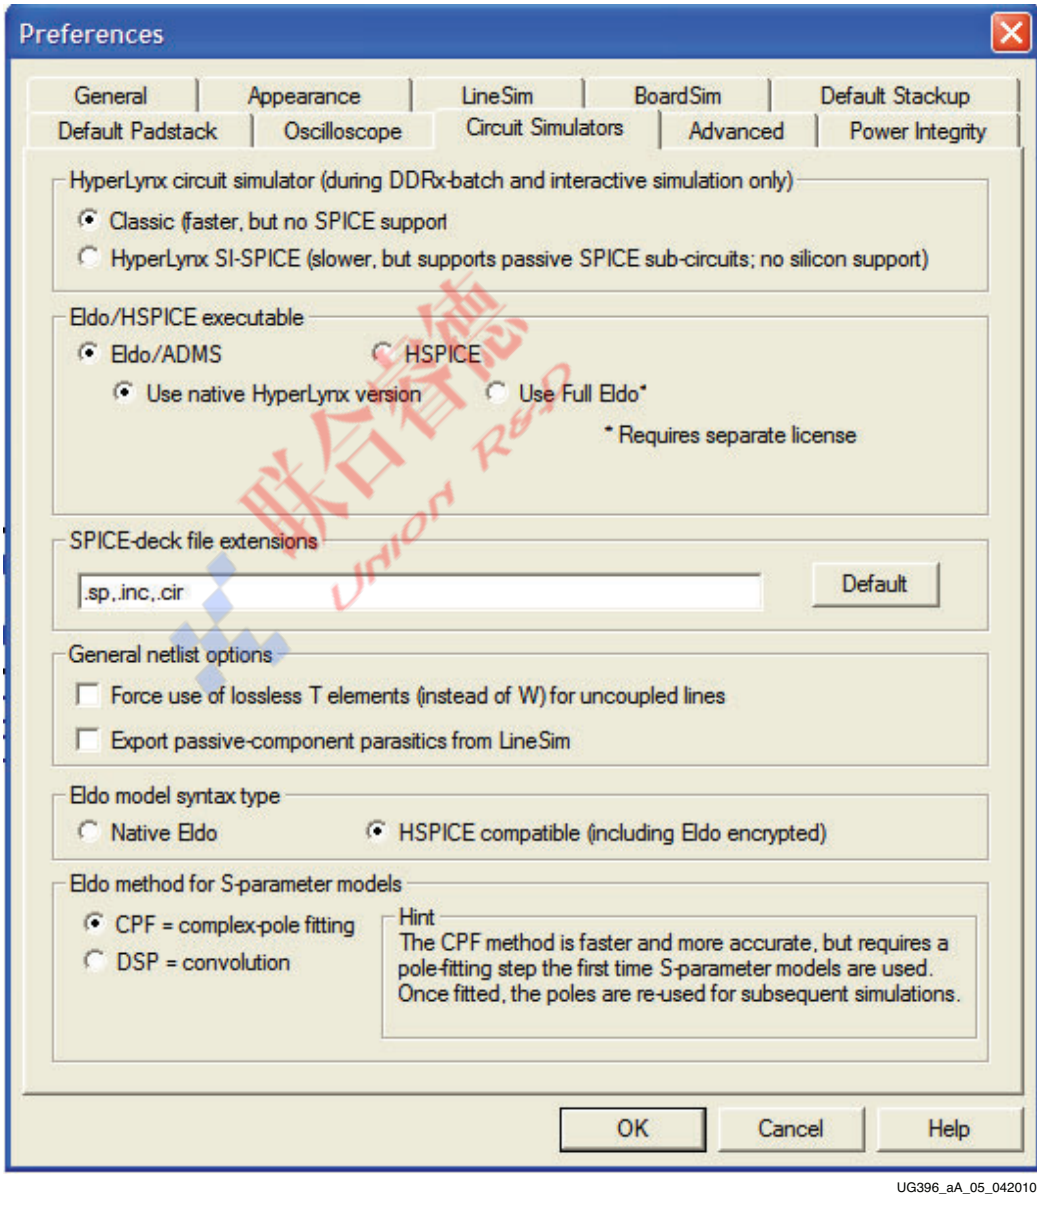

Figure A-5: **HSPICE Compatible Radio Button**
- The **HSPICE compatible** radio button is not selected or the Eldo executable is not listed in the **Circuit Simulators** tab of the **Setup** → **Options** → **General** dialog box. See Figure A-5 for proper selection.